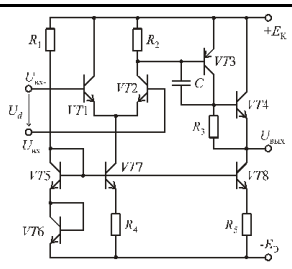

Рис. 3
73. Для чего служит конденсатор в схемах на рис. 3?